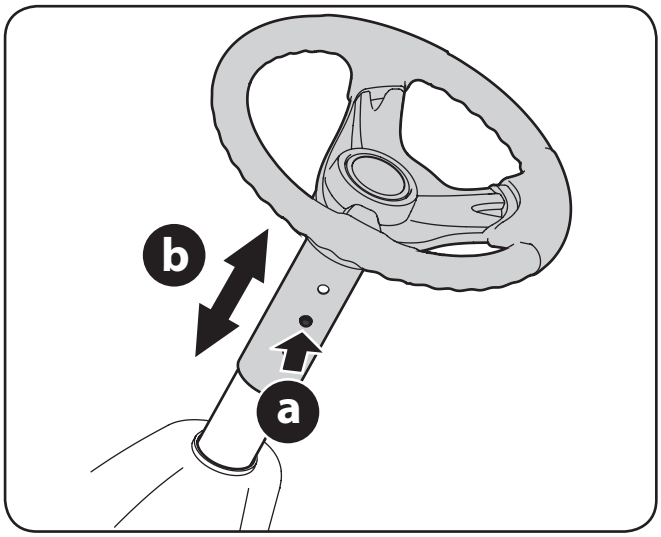

Figure 5-1
2. Poussez sur le bouton (a) sur la colonne de direction et relevez ou abaissez le volant (b) à la hauteur désirée. Voir la Figure 5-1.